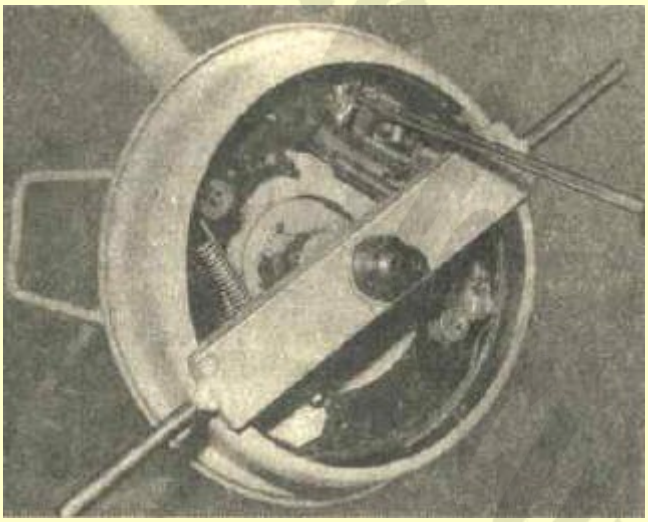

Bild 4.53. Einstellschraube im Spreizschloss
- Rad vorwärts drehen und die hinter der Öffnung im Bremshalteblech sichtbare Einstellschraube (Bild 4.53) nach unten drehen, bis die Bremsen spürbar schleifen.
Zur Kontrolle und Einstellung der Bremse ist die im Bild 4.53 erkennbare Vorrichtung erforderlich. Diese kann aus einer alten Bremstrommel mit dem Ø 199,5 mm hergestellt werden, indem die Rückwand ausgedreht und der zur Zentrierung auf dem Achsstumpf erforderliche Quersteg angebracht wird.